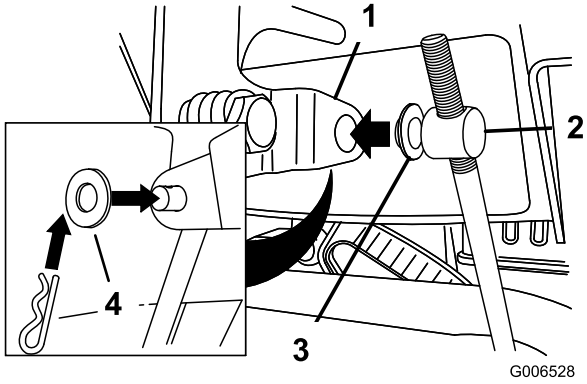

Figure 11
3. Remove the hairpin cotter and the outer washer from the trunnion on the upper end of the speed control rod (Figure 11).
Note: To make installation easier, leave the flat washer on the trunnion (Figure 11).
6. Lift up on the speed control rod and insert the trunnion into the hole in the speed selector lever (Figure 11).
B. Disconnect the trunnion from the speed selector lever (Figure 11).
C. Turn the trunnion downward (clockwise) on the speed control rod (Figure 11).
D. Connect the trunnion to the speed selector lever (Figure 11).